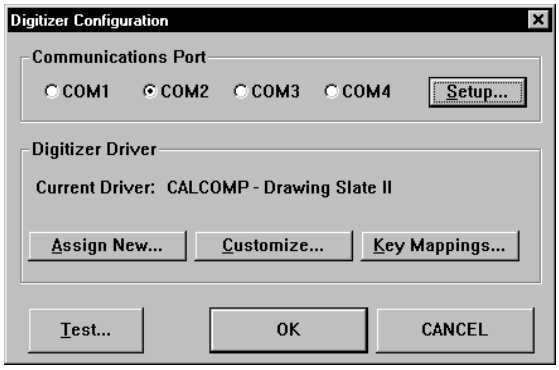

Figure 7.0: Digitizer Configuration Dialog Box
1. Select Digitizing|Digitizer Config, to open the *Digitizer Configuration dialog box* shown in Figure 7.0.